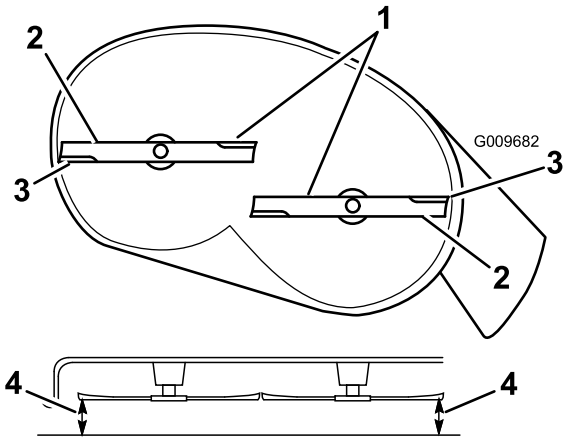
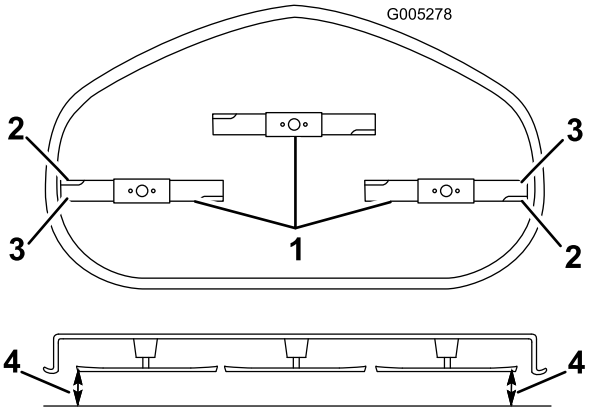

Figur 59
Figur 60
4. Drej forsigtigt skæreknivene, så de alle er tværgående (Figur 59 og Figur 60).
5. Mål mellem de udvendige skærekanter og den plane overflade (Figur 59 og Figur 60). Hvis begge mål ikke er inden for 5 mm, er en justering nødvendig. Fortsæt med denne procedure.